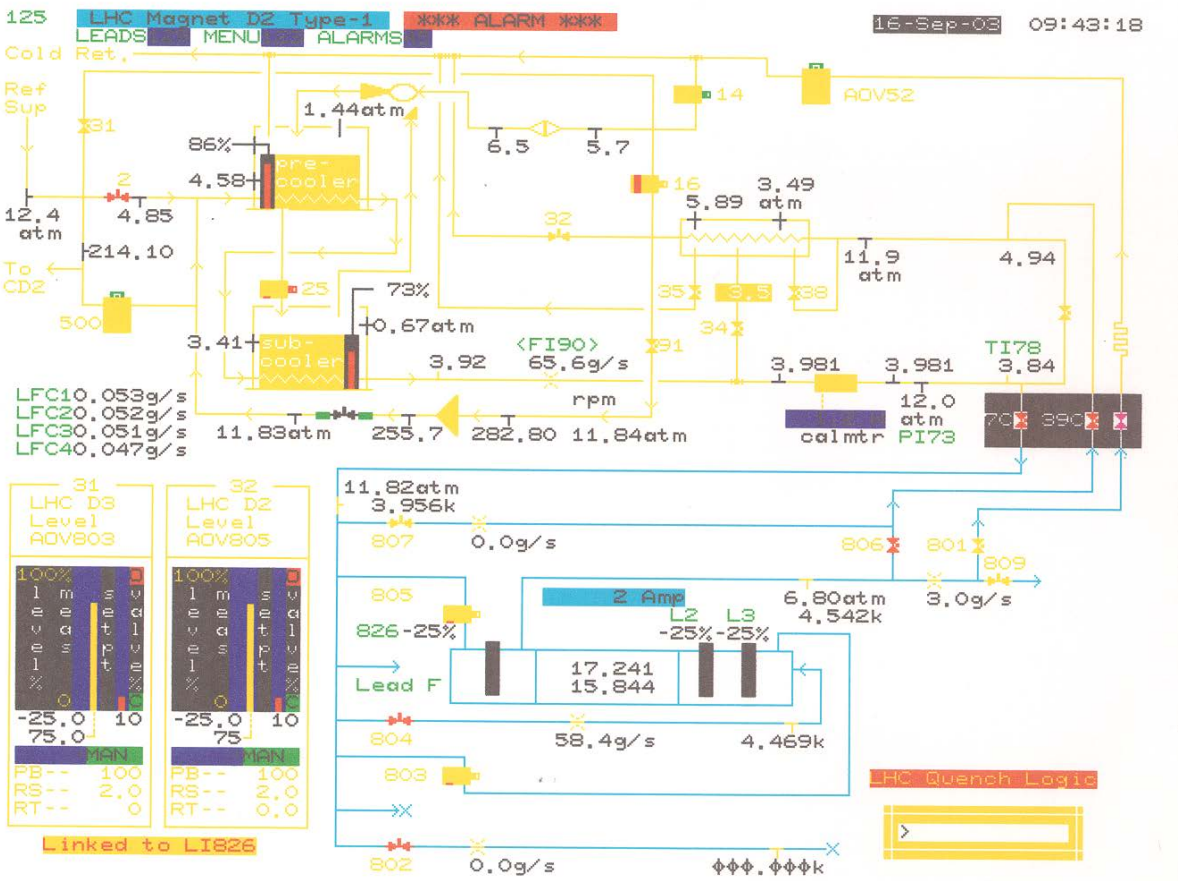

Figure 1. Display of control page D125 for Test and Measure in Bay C
5.3 Testing a magnet in Bay C, use screen display page D125 to monitor process condition and control (as shown in Figure 1). In the upper half portion of Figure 1, flow diagram is associated with the Low Temp. cold box. In the low portion of Figure 1, flow diagram is associated with the Bay C Feed Can and the LHC magnet. Controllers for liquid level in the end volume of the cold mass are given in the lower left corner. Valves 801 – 807 are located on the Feed Can. Liquid level gauges are installed in the end volumes of the magnet. In Forced Flow cooling, DOV804 and DOV806 are open to allow cold helium flow through the magnet. In Liquid Cool mode, the magnet serves as a liquid helium bath. High pressure helium goes through DOV807. DOV 806 is closed and low pressure boil off returns from DOV801 to Low Temp cold box. Liquid level in the cold mass is maintained by JT valves AOV803 and /or AOV805.